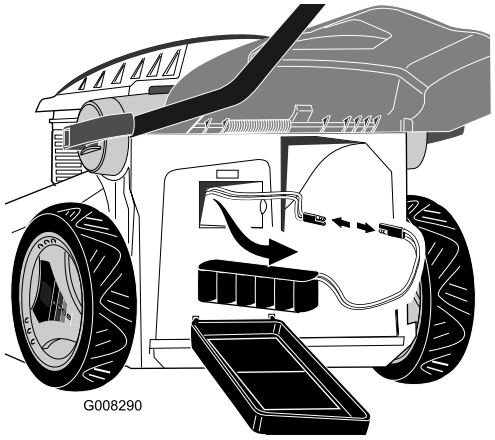

Figuur 26
2. Verwijder de accu uit de accubehuizing en maak de accukabel los van de kabel van de maaimachine (Figuur 26).